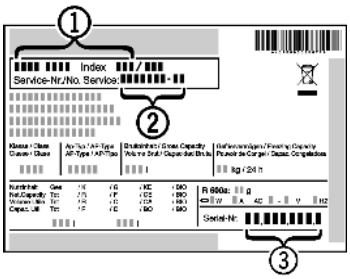

Fig. 46
▶ Read off the appliance name *Fig. 46 (1)*, service no. *Fig. 46 (2)* and serial no. *Fig. 46 (3)* from the model plate. The model plate can be found on the inside of the appliance on the left.